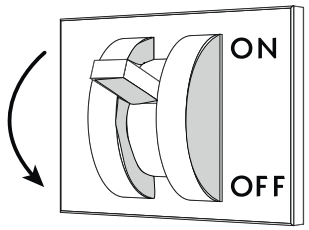

Abb. 24
- Trennen Sie das Kühlmöbel mit Hilfe des Wandschalters vom Stromnetz ("Abb. 24").